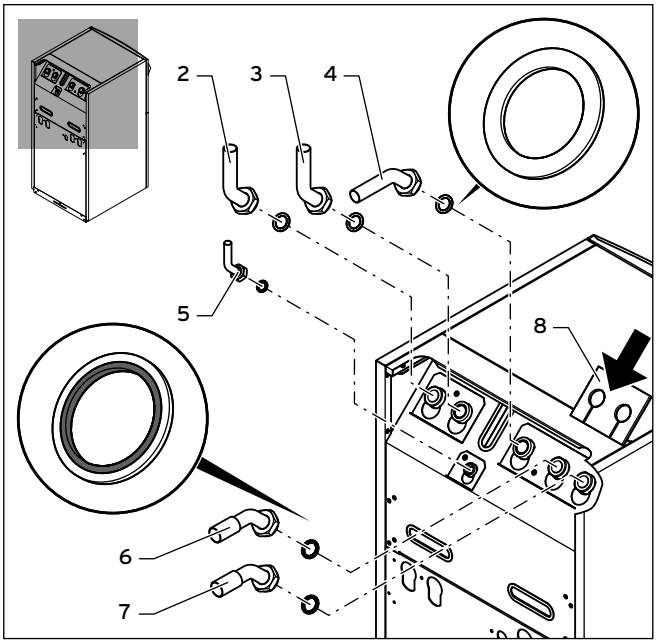

Abb. 5.6 Anschlusswinkel montieren
Falls an den Anschlüssen des Solekreises (→ **Abb. 5.6, Pos. 6** und **7**) nicht die Dichtungen mit Metallstützring verwendet werden, kann es zu Undichtigkeiten kommen!
- Die Rohrinstallation und die Verwendung der Dichtungen muss gemäß → **Abb. 5.6** erfolgen.
➤ Schließen Sie die Vorlaufleitung an (**→ Abb. 5.6, Pos. 2**).
➤ Schließen Sie die Rücklaufleitung an (**→ Abb. 5.6, Pos. 3**).
➤ Schließen Sie das Ausdehnungsgefäß des Heizkreises an (**→ Abb. 5.6, Pos. 5**).
- Schließen Sie die Soleleitungen an die Wärmepumpe an (→ **Abb. 5.6, Pos. 6** und **7**).
- Montieren Sie die zur Wärmedämmung des Anschlussblechs vorgesehene Isoliermatte (→ **Abb. 5.6, Pos. 8**).
- Wenn ein externer Warmwasserspeicher angeschlossen werden soll, schließen Sie den Rücklauf des Warmwasserspeichers an (→ **Abb. 5.6, Pos. 4**).